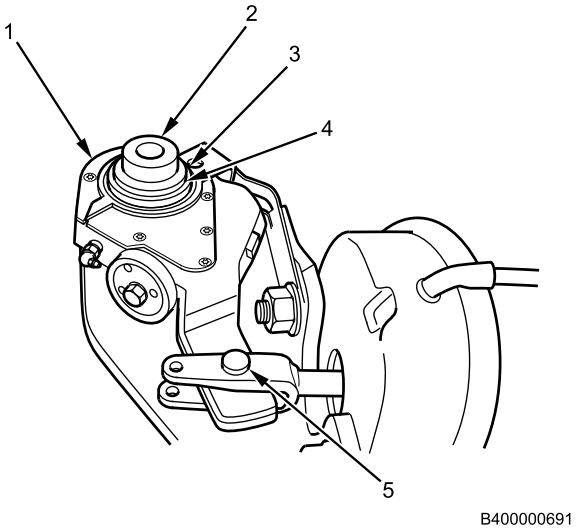

Figure 2. Snapring and Clevis Pin Removal.
1. Remove clevis pin (Figure 2, Item 5) and clip from slack adjuster assembly (Figure 2, Item 1). Discard clip.
2. Remove snapring (Figure 2, Item 4) and washers (Figure 2, Item 3) from brake S-camshaft (Figure 2, Item 2).